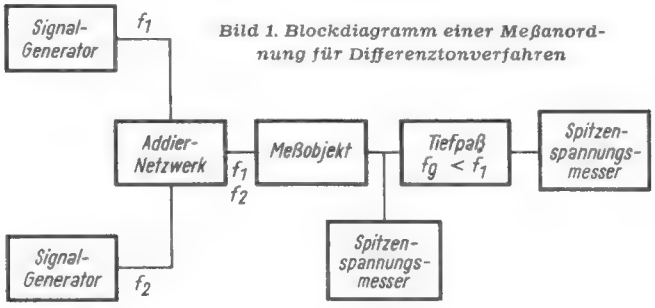

Bild 1. Blockdiagramm einer Meßanordnung für Differenztonverfahren
4.1.2 *CCIF- oder Differenztonverfahren, Bild 1*